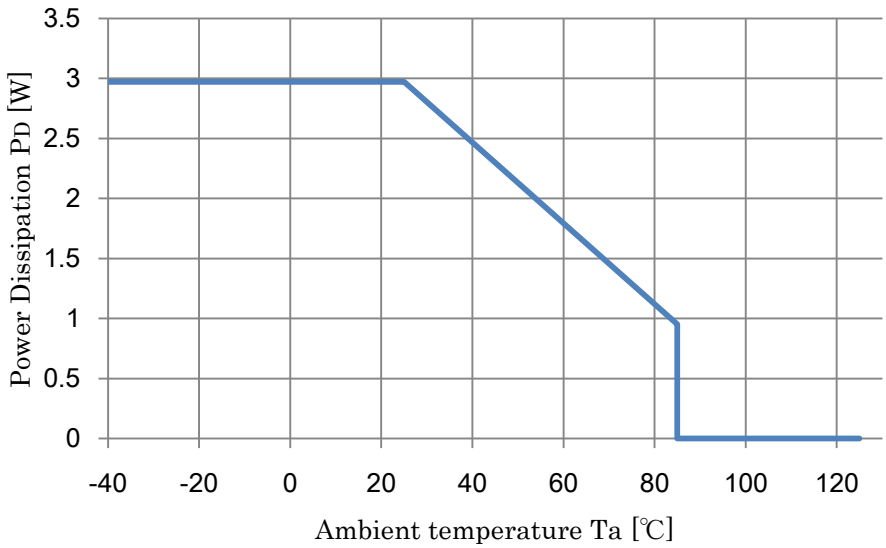

Fig. 4-1 Allowable package powe disspation of NR421A
(5) To be used within the allowable package power dissipation characteristics (Fig4-1).
1) Because the Fig4-1 is defined in "PD=2.97[W]" at "Tj=125 [°C]", please keep enough margin when you use.
3) Losses can be calculated by the following equation. In addition, efficiency ηx will vary depending on the conditions of the input voltage, output current. By measuring the ηx in the actual operation, assigns a numerical value to the equation (1) , as a ηx remain of percent display.